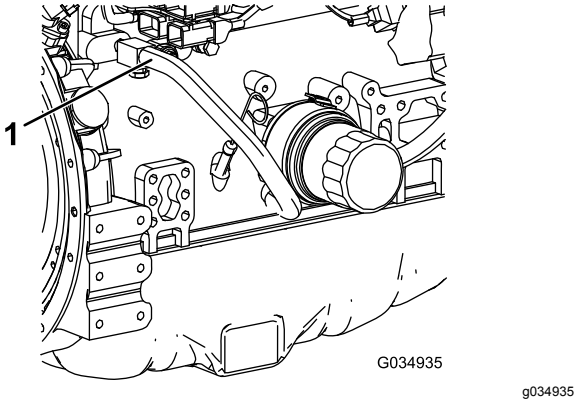

Figur 126
7. Ta bort kylvätskeslangen från motoroljekylaren (Figur 126).